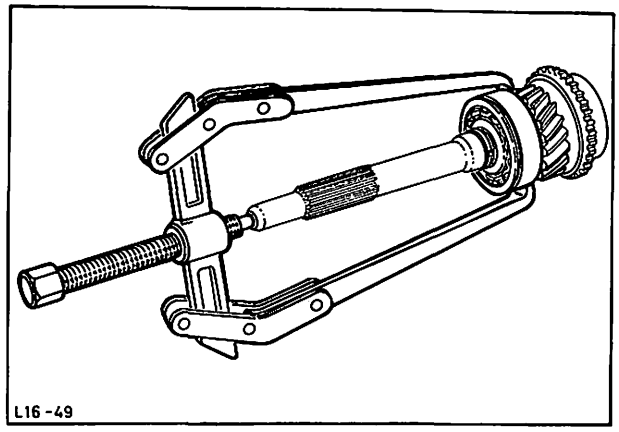

Abb. 64 Kugellager – Antriebswelle abziehen
36. Sicherungsring von Antriebswelle abbauen und Kugellager – Antriebswelle mit einem handelsüblichen Abzieher abziehen, Abb. 64.